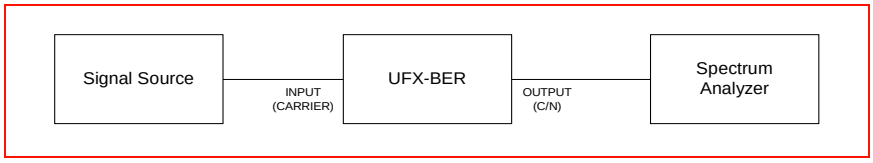

Figure A-2. Noise Flatness Measurement Setup
1. Disconnect the RMS power meter and connect the spectrum analyzer to the UFX-BER output, as in Figure A-2.